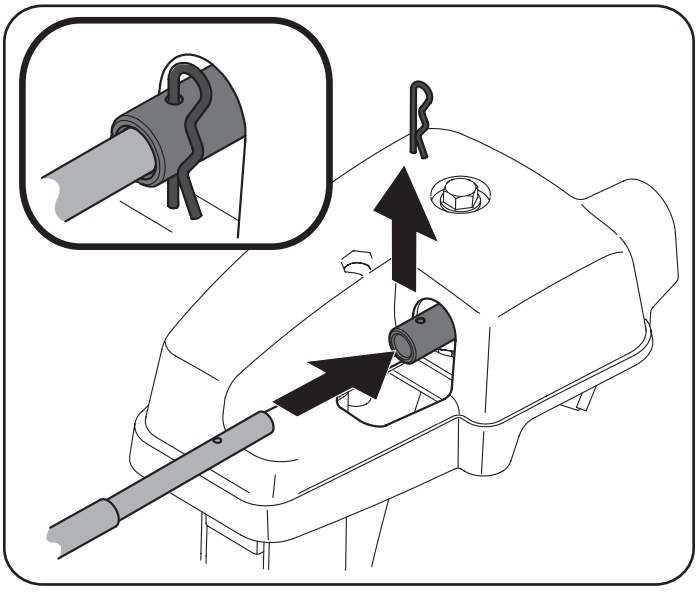

Figura 29
4. Retire el sujetador de horquilla (a) de la parte posterior del conjunto del control del canal. Consulte Figura 29.
5. Inserte el eje flexible que se extrajo de la manija inferior durante el Montaje de la manija, en la parte posterior del cabezal de control direccional del canal. Consulte Figura 29. Sujete la varilla de control del canal al conjunto del control del canal con el sujetador de horquilla que extrajo en el Paso 4.